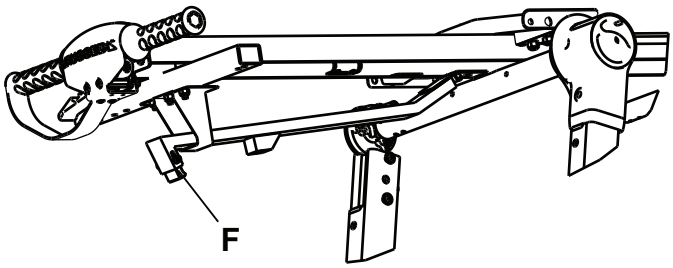

Rysunek 17 – Regulacja końcówki haka
2. Sprawdzić wyładowywanie noszy z pojazdu, aby potwierdzić, że hak bezpieczeństwa łączy się z płytką zaczepową. Używając klucza imbusowego M5, wyregulować zgodnie z zapotrzebowaniem końcówkę haka (F), tak, aby się upewnić, że hak bezpieczeństwa i płytka zaczepowa łączą się przy wyładowywaniu (Rysunek 17).